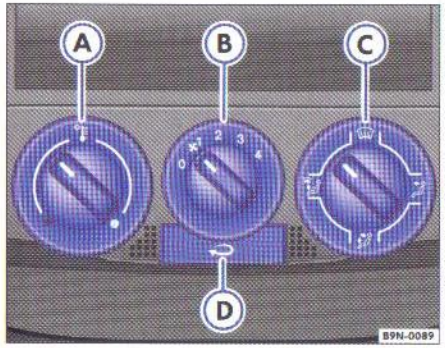

Fig. 50 În tabloul de instrumente: Elementele de comandă ale încălzirii
– Rotiţi regulatorul de temperatură ⇒ fig. 50 Ⓐ spre stânga.
Prin toate gurile de ventilaţie este admis aer proaspăt încălzit sau neîncălzit, în funcţie de poziţia regulatorului rotativ ⇒ pagina 71, fig. 50" Ⓐ. Gurile de ventilaţie sunt comandate de la regulatorul Ⓒ. Gurile de ventilaţie se pot închide sau deschide cu ajutorul rotiţei de lângă sau de sub gurile de ventilaţie.